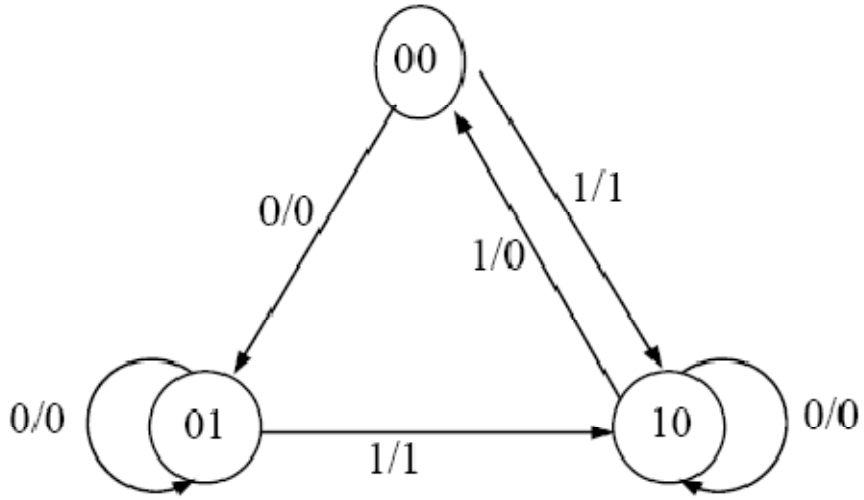

Fig. 10.1.
1. **a.** Design, construct and test a sequential circuit whose state is shown in Fig.10.1. Use JK flip-flops in the design.